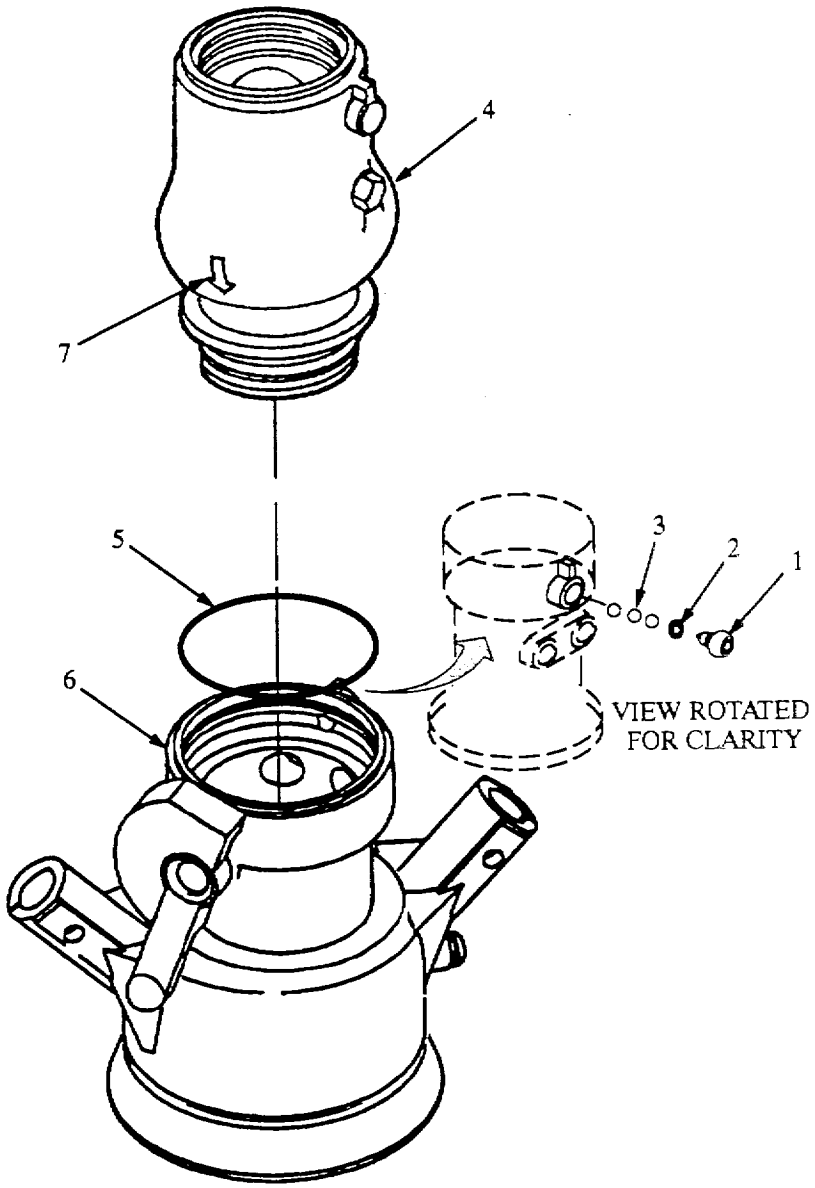

Figure 5-1. Regulator Removal and Installation (Model HTARS101).
(1) (Model HTARS101) Remove screw (1, figure 5-1) and attached preformed packing (2) from regulator (4).
(2) (Model HTARS101) Position regulator (4) so that opening for balls (3) is pointing down.
(3) (Model HTARS101) Rotate regulator (4) back and forth on body (6) until 39 balls (3) are removed.
(4) (Model HTARS 101) Remove preformed packing (5) from body (6).
(5) (Model HTARS101) Position regulator (4) on table with outlet arrow (7) pointing up.